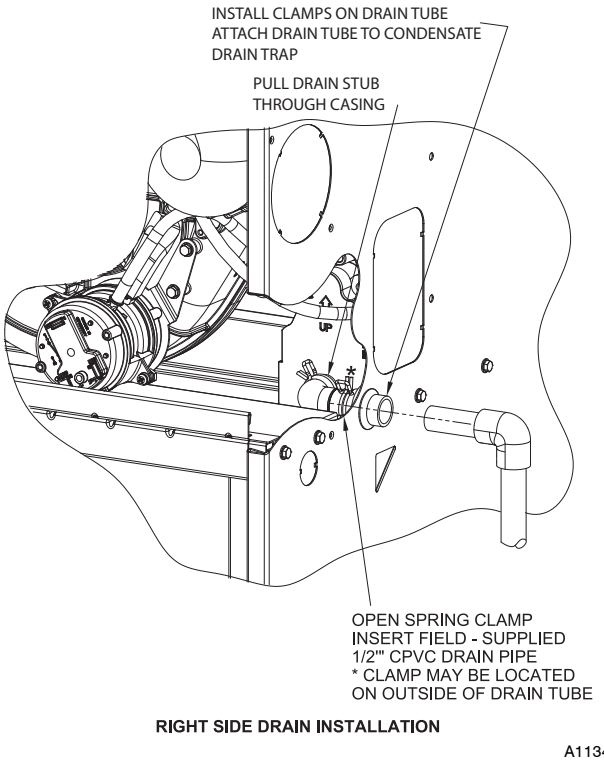

Fig. 14 - Formed Tube Grommet
8. Open the spring clamp and connect a field-supplied 1/2-in. CPVC street elbow to the open end of the drain tube. (See Fig. 14.)